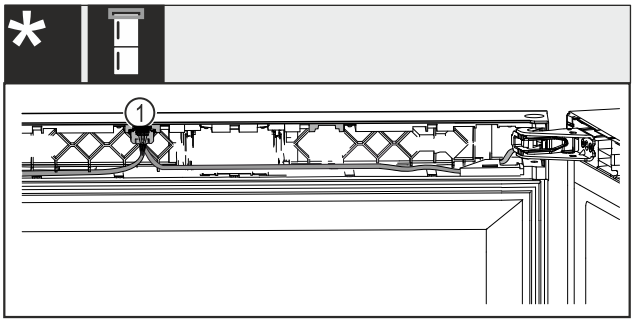

Fig. 39 Combine frigorifice pentru vin
▶ Fixați în poziție fișa *Fig. 39 (1)* în ghidaj.